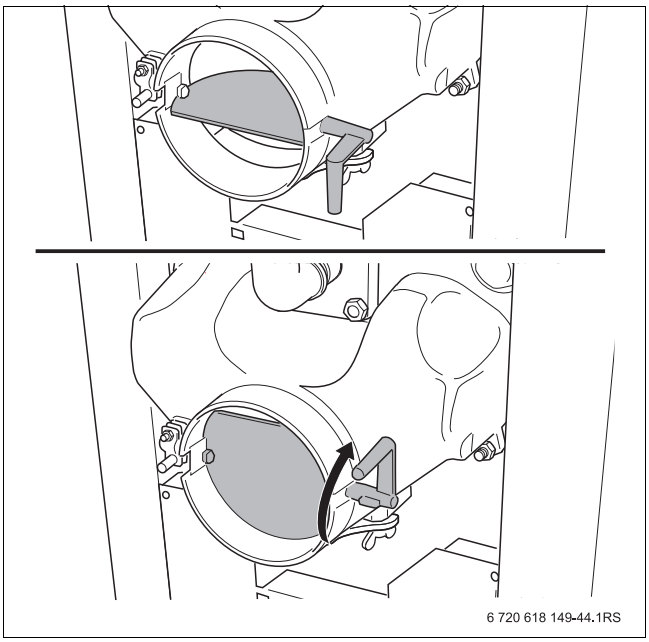

Fig. 14 Compuerta de gases de escape (arriba abierta; abajo cerrada)
- Para reducir la formación de humo en el emplazamiento, abrir la compuerta de gases de escape (→ fig. 14 arriba).
- Cerrar la puerta de llenado [1] y la compuerta de gases de escape (→ fig. 14 abajo).